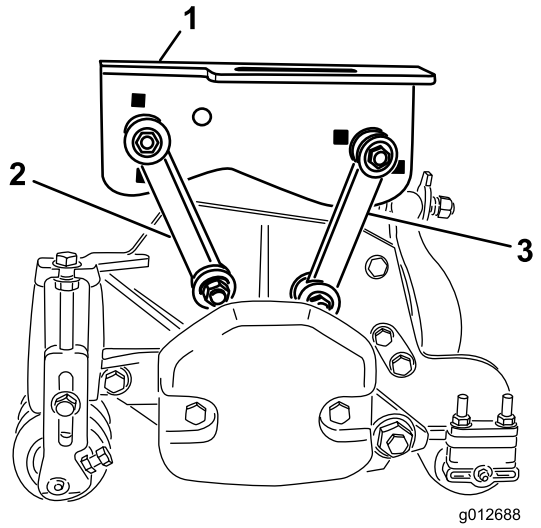

Figur 17
- Fest monteringskoblingene til midtre bærerammehull med en bolt (3/8 x 2 1/4 tommer), to flate skiver og en låsemutter som vist på Figur 17. Plasser en skive på hver side av koblingen når du monterer. Stram til festene med et moment på 42 Nm.
- Fest bakre monteringskoblinger til midtre bærerammehull med en bolt (3/8 x 2 1/4 tommer), to flate skiver og en låsemutter som vist i Figur 17. Plasser en skive på hver side av koblingen når du monterer. Stram til festene med et moment på 42 Nm.